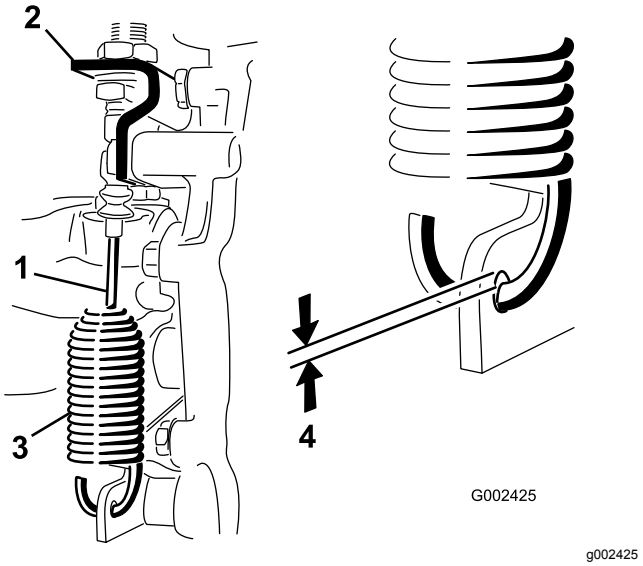

図 45
2. デファレンシャルロックケーブルをトランスアクスルのブラケットに固定しているジャムナットをゆるめる図 45。